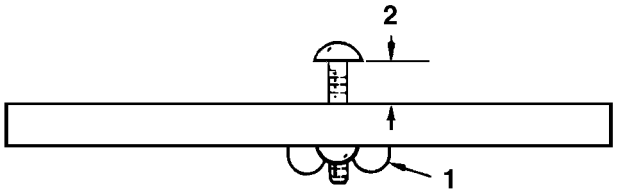
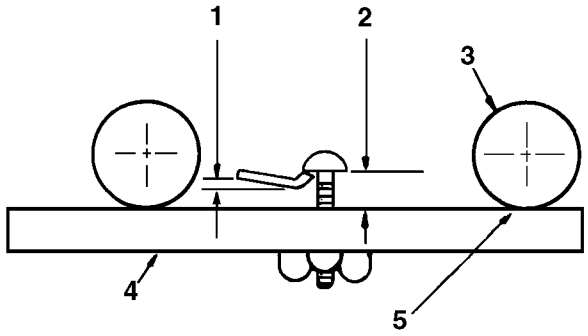

Fig. 5
Fig. 6
- Løsne linjalens mutter og justér skruen for å stille inn avstanden mellom undersiden av skruehodet og linjalen for ønsket klippehøyde (fig. 5). Trekk til mutteren. Huk skruehodet over knivplatens kuttekant og still linjalen mot nederste del av fremre valse (fig. 6).
- Løsne mutrene på fremre valse og justér begge ender av fremre valse til den berører begge ender av linjalen. Mens du holder linjalen mot nederste del av valsene justeres fremre valse slik at skruehodet såvidt glir over knivplatens leppe (fig. 6). Trekk fremre valsemutre til.